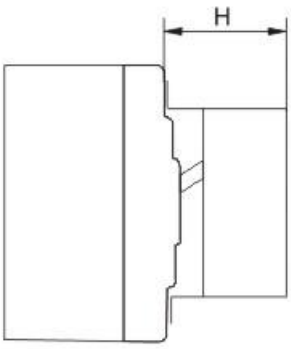

图 20 电动操作机构安装尺寸
5.6 电动操作机构的参数见表 8，安装尺寸见图 20 和表 9。